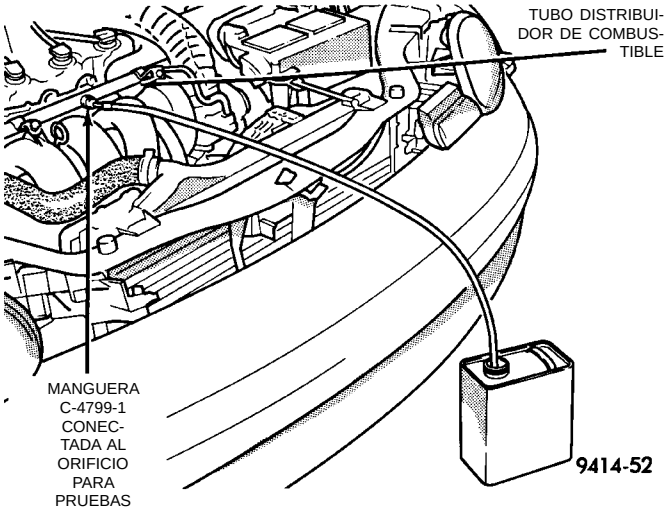

Fig. 12 Descarga de la presión de combustible
(4) Coloque el extremo abierto de la manguera de descarga, herramienta especial número C-4799-1, dentro de un recipiente aprobado para gasolina. Introduzca el otro extremo de la manguera C-4799-1 en el orificio para pruebas de presión de combustible (Fig. 12). La presión se descargará en el recipiente de gasolina a través de la manguera. El indicador de combustible C-4799-A incluye la manguera C-4799-1.